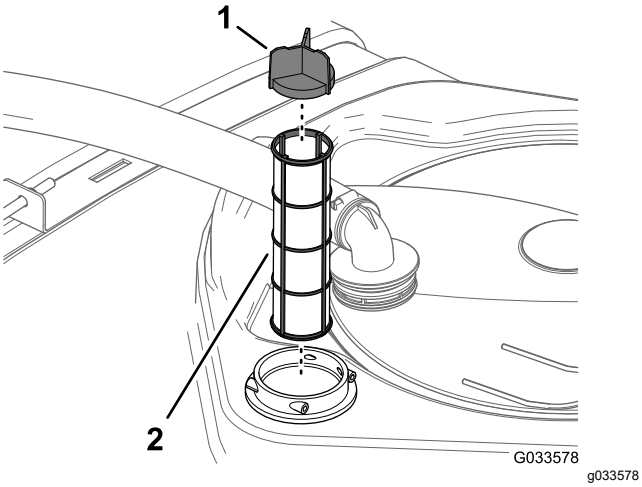

Figur 59
4. Ta bort det gamla sugfiltret från filterkåpan i tanken (Figur 59).